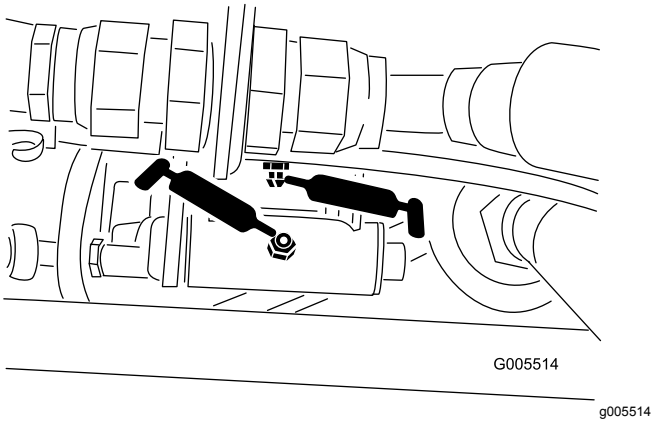
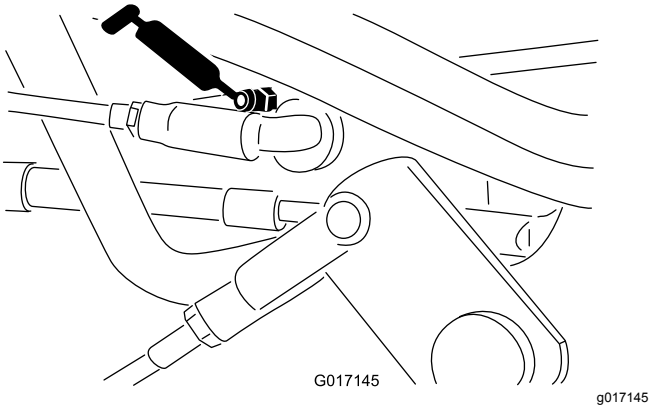

Figur 43
Figur 44
- Hastighetsvelger (Figur 43 og Figur 44)